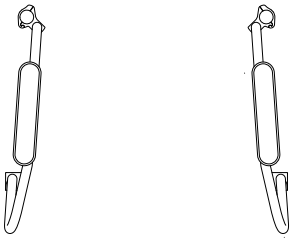

afb. 13
5. Als u de klemmen verder naar binnen plaatst, wordt de zitting achteraan smaller (afb. 13).